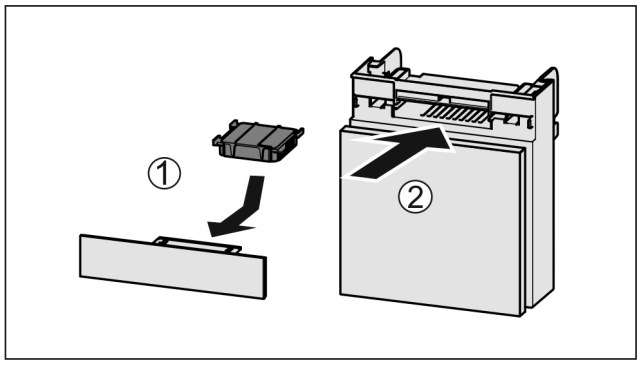

Fig. 39
▶ Inserire il filtro a carboni attivi come illustrato nella figura *Fig. 39 (1)*.
▶ Inserire il vano *Fig. 39 (2)*.